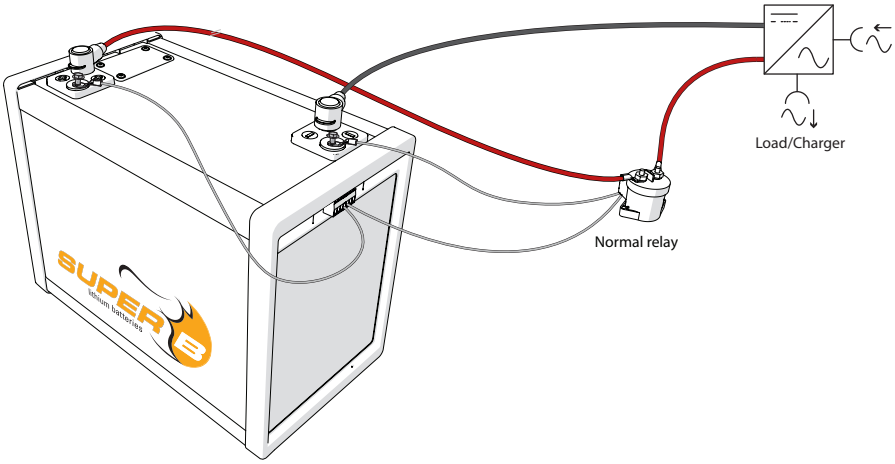

Figuur 12. Het klemmendeksel sluiten
4. Sluit de (-) pool van de accu aan. Sluit de (-) pool niet als eerste aan, aangezien dit kan leiden tot kortsluiting (Figuur 12).
6. Plaats de klemafdekkingen over de terminals (zie figuur 12).